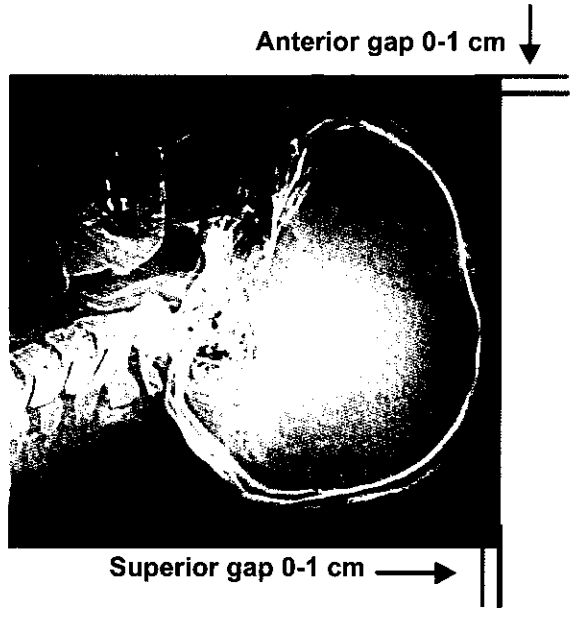

**Figure 8 Treatment Image**
- **b** Set Field of View (*Figure 8 Treatment Image, page 12*).